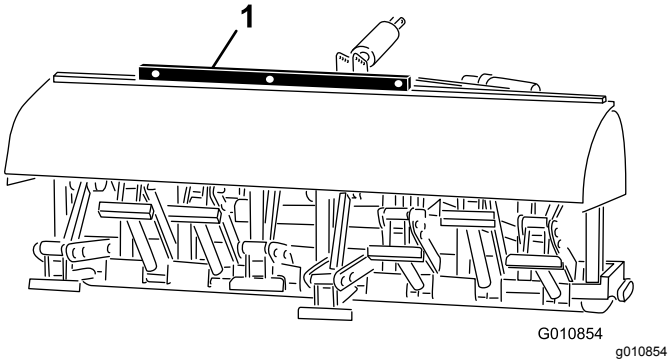

Figur 29
2. Anbring et vaterpas oven på dybdelufterens stel for at undersøge nivelleringen fra side til side (Figur 29).